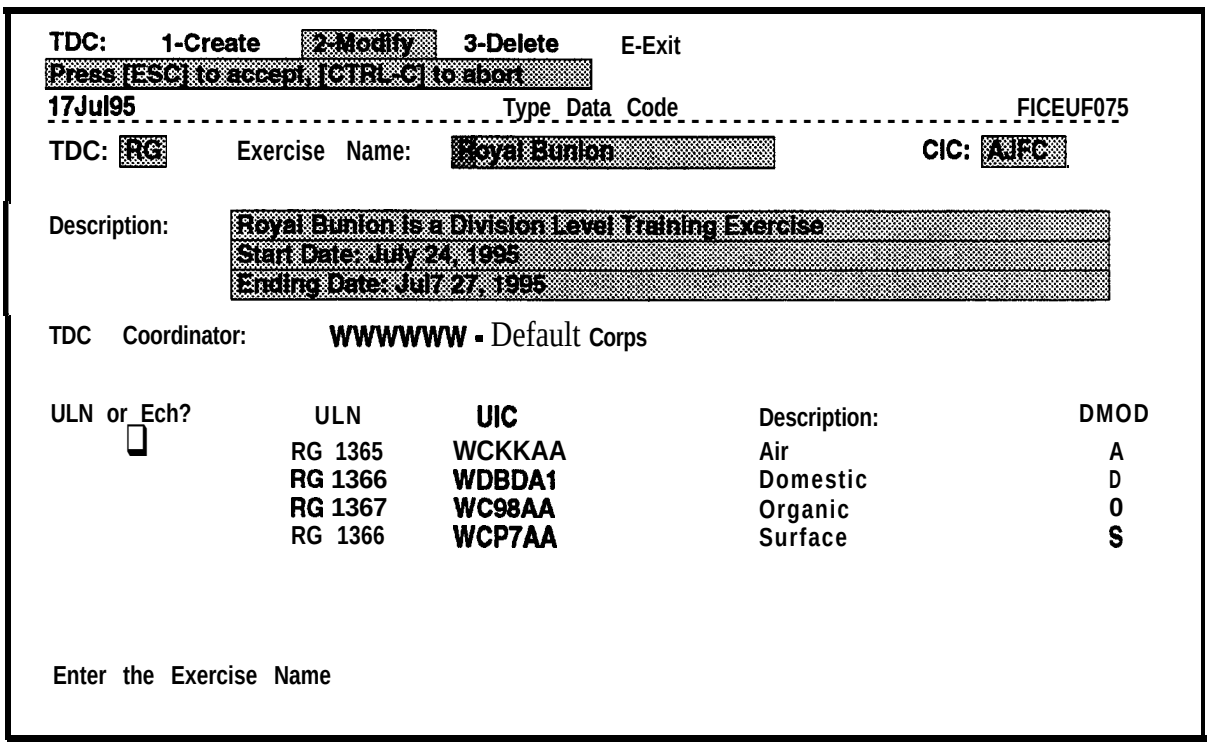

Figure 6-3. Type Data Code Screen with Data
e. Enter the TDC you want to modify and press RETURN. The data for that TDC will be displayed as shown in Figure 6-3.